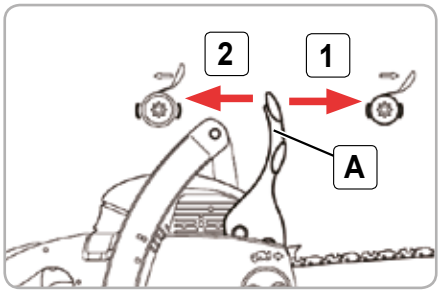

**Fig.5**
**Acționarea frânei de lanț (blocare lanț) (fig.5):**
- În cazul unei contralovituri suficient de puternice, din cazua accelerării rapide a șinei și inerției masei ecranului de protecție (A), frâna de lanț se declanșează automat.
**Slăbirea frânei de lanț (fig.5):**